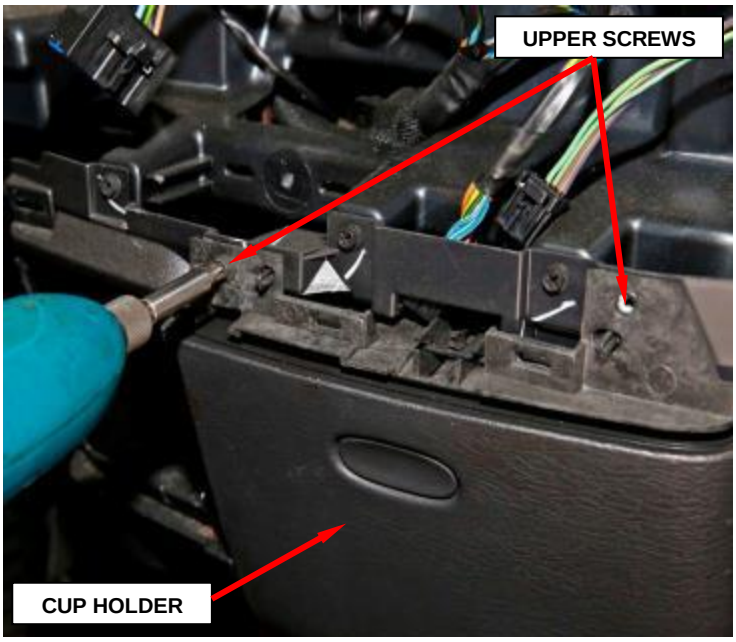

**Figure 8 – Upper Cup Holder Screws**
b. Remove and save the two upper screws that secure the cup holder to the instrument panel (Figure 8).